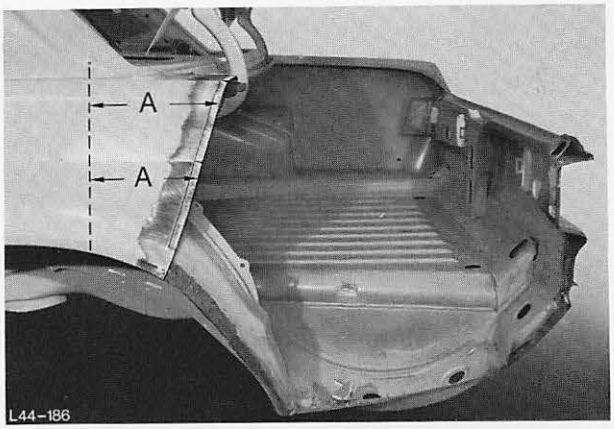

Abb. 183 Maß „A“ des Neuteils ermitteln
11. Maß „A“ am ausgetrennten Teil – Seitenwand ermitteln, Abb. 183.